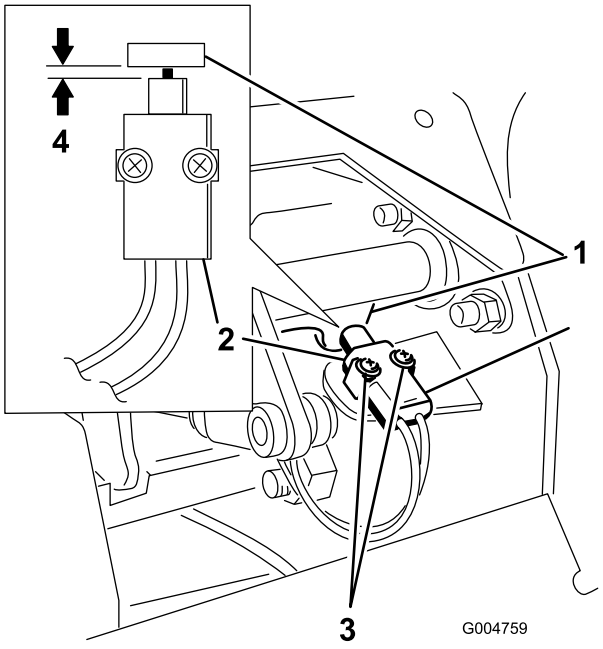

Figuur 55
4. Beweeg de schakelaar in de richting van de lip op de remas totdat de afstand tussen de lip en de schakelaarbehuizing 0,4 tot 1 mm is (Figuur 55).